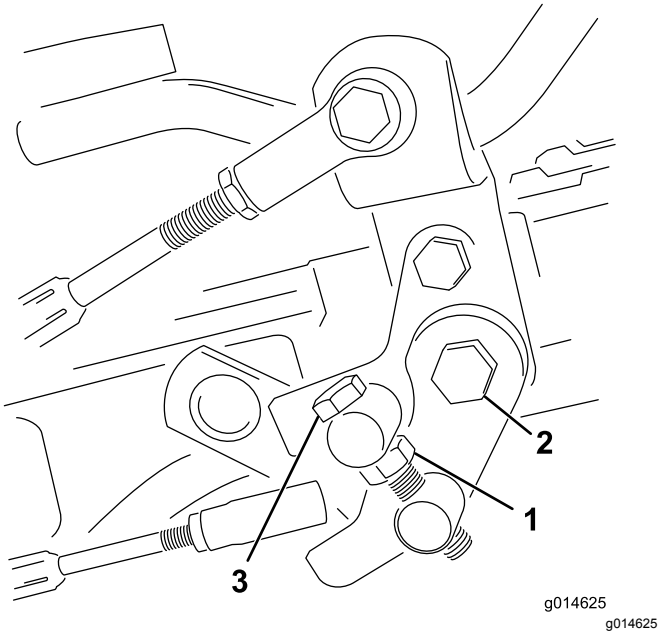

Figur 36
1. Løsn kontramøtrikken på trækbøjlen (Figur 36).
4. Tilspænd kontramøtrikken på tappens maskinskrue og møtrikken på pedalens drejetap for at låse justeringen (Figur 36). Kontroller justeringen, og juster som påkrævet.